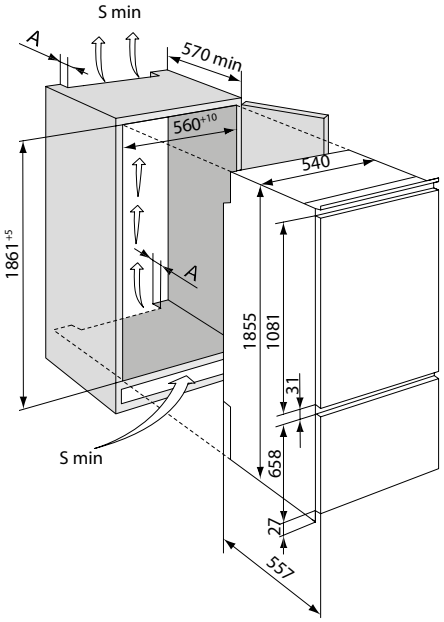

Figura 3 – Schema de instalare a frigiderului în mobilier
2.1 Opțiunea de mobilier recomandată pentru încorporarea unui frigider este prezentată în figura 3 (dimensiunile sunt date în milimetri).
ATENȚIE! Suprafața minimă (Smin) a canalelor de aer și ieșirilor grilajului decorativ trebuie să fie de cel puțin 200 cm², iar adâncimea ieșirii A trebuie să fie de cel puțin 50 mm în conformitate cu figura 3.